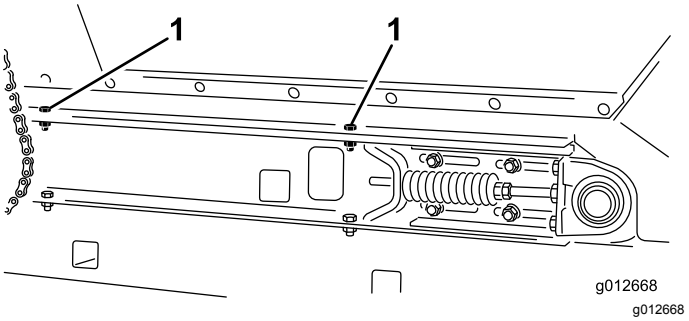

Figuur 26
2. Verwijder aan elke kant van de machine 2 inbusbouten, 2 ringen en 2 borgmoeren waarmee de hopper aan de glijframerails zijn bevestigd (Figuur 26).